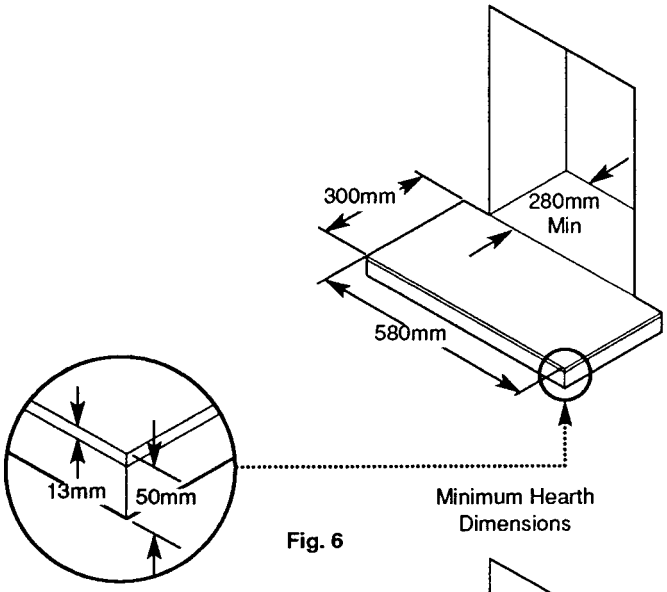

Fig. 6
1. The fire is intended to be hearth mounted only. The hearth must be of a non-combustible material at least 13mm (½ in) thick and measuring at least 300mm (11 $^{13}/_{16}$ in) deep by 580mm (22 $^{27}/_{32}$ in) wide. It must be fitted central to the fireplace opening. The top surface of the hearth should be a minimum of 50mm (2 in) above floor level (Fig. 6).